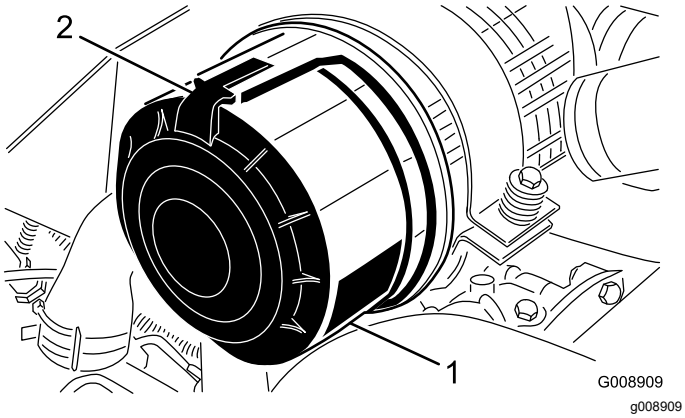

Figur 90
1. Lossa spärrhakarna som fäster luftrenarkåpan på luftrenarhuset (Figur 90).